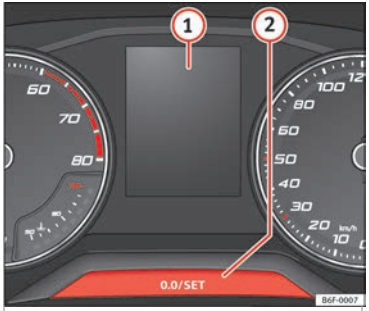

**Fig. 51** Instrument panel
The service interval indication appears on the instrument panel display »» **Fig. 51** ①.